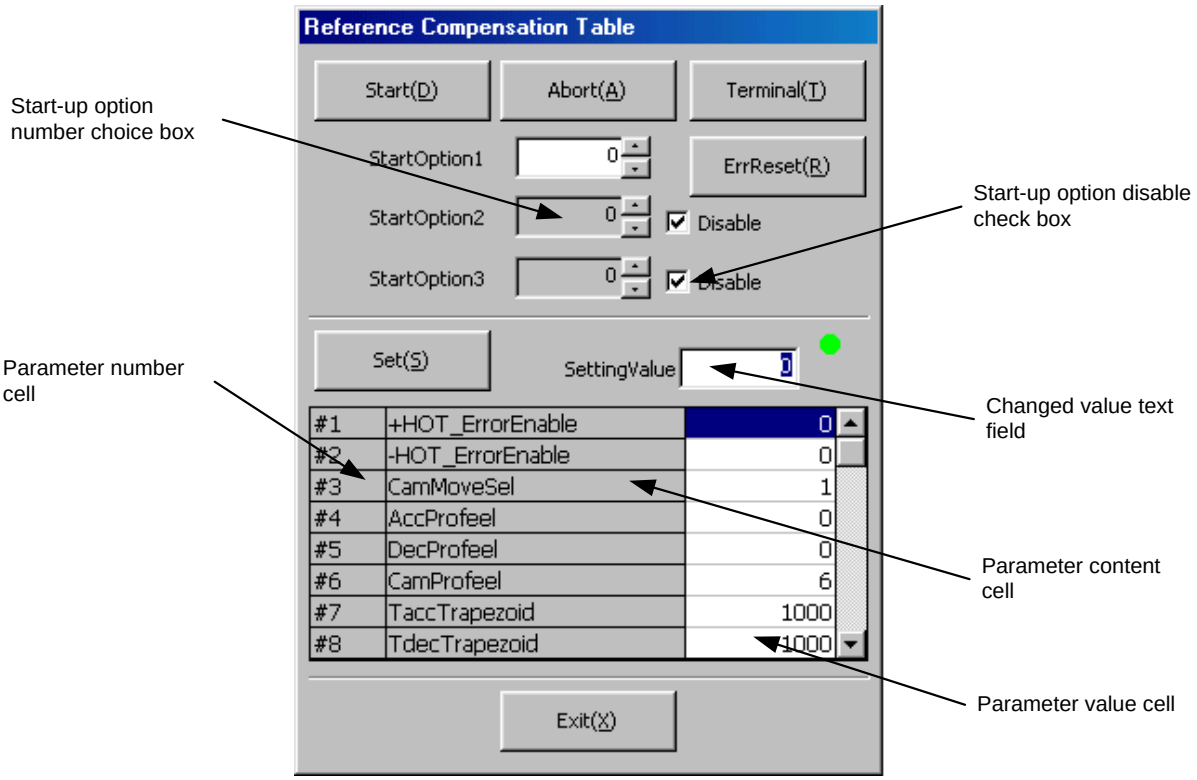

Figure 7.25 "Reference Compensation Table" dialog box
1) Click *"Terminal (T)."*
Click "*ReferenceTable (R)*" in the "DriveMenu" dialog box to display the "Reference Compensation Table" dialog box (see Figure 7.25). If the connection with the driver is established, the current values of the related parameters are read and can be edited.